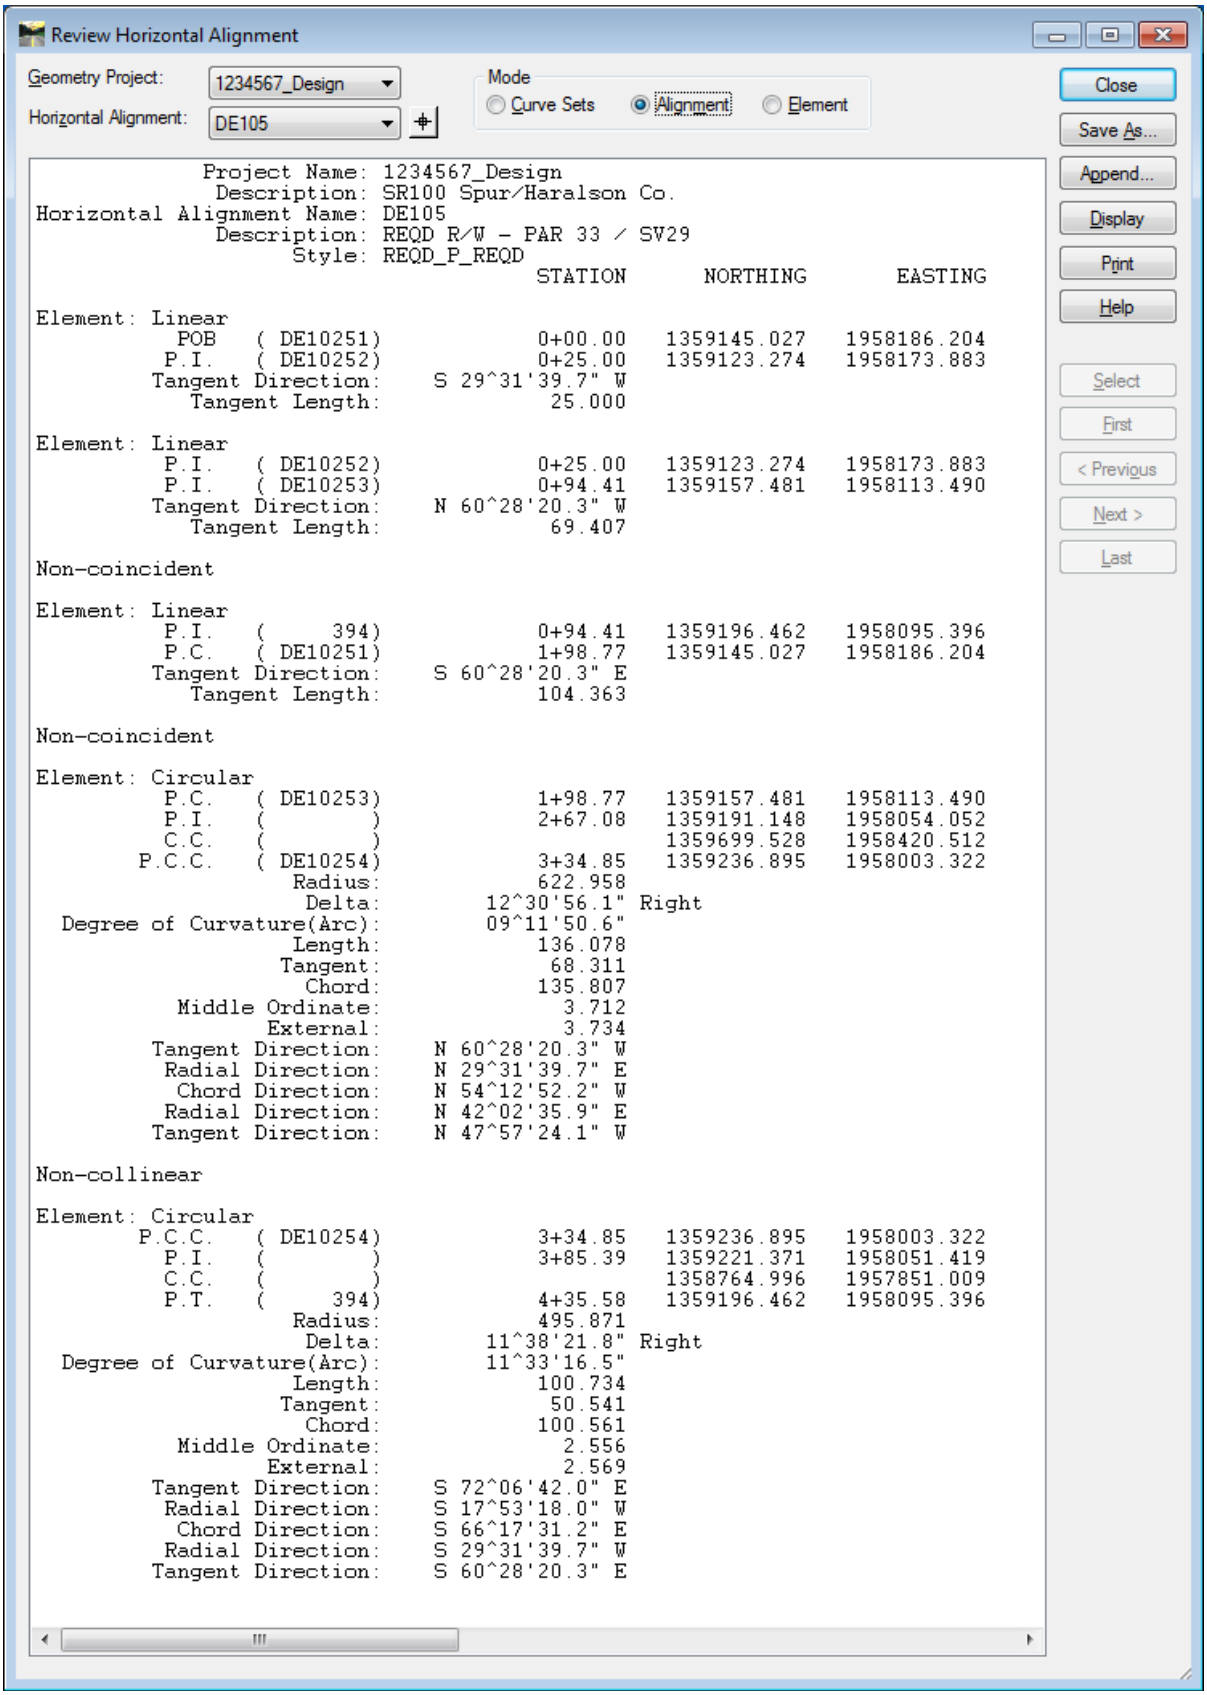

Figure L12-89 Review Horizontal Alignment
78.	**Review Alignment DE105** • In InRoads, select **Geometry ► Review Horizontal**. The **Review Horizontal Alignment** window opens as shown in *Figure L12-89*. • Notice the Alignment appears correct in MicroStation but is not stored in a clockwise order. It is stored DE10251, DE10252, DE10253, 394, DE10251, Curve, Curve. ***NOTE**: Many commands in InRoads allow Alignments to be pieced together in a non-coincident manner yet still view correctly in MicroStation. In the case of Centerline Alignments and R/W Alignments the order of the Points and Curves must be in order and in a clockwise direction. The **Check Integrity** command in InRoads can be used to properly order the elements in an Alignment. • Click **Close** to exit the **Review Horizontal Annotation** window.